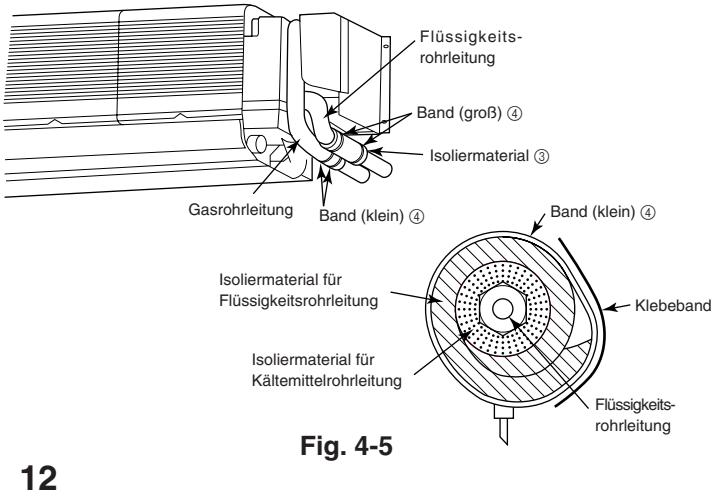

Fig. 4-5
4.3. Rohrleitungen für Kältemittel (Fig. 4-5)